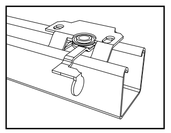

Figure 2
(2). Make sure the headrail is level in the bracket. (See figure 2)